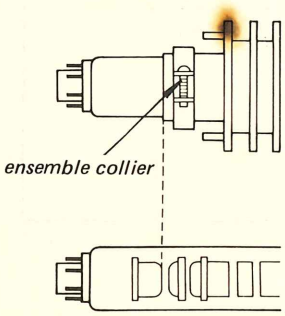
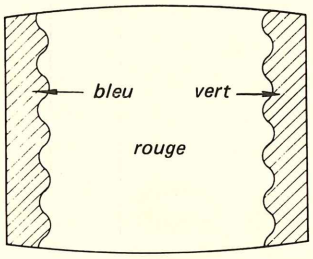

Fig. 3-2.
Fig. 3-3.
5. Positionner l'ensemble "collier" comme montré Fig. 3-2.
6. Déconnecter les fils ⑥ et ⑦ sur la plaquette T.
7. Tourner le contrôle de pureté pour centrer la bande verticale rouge comme montré Fig. 3-3.